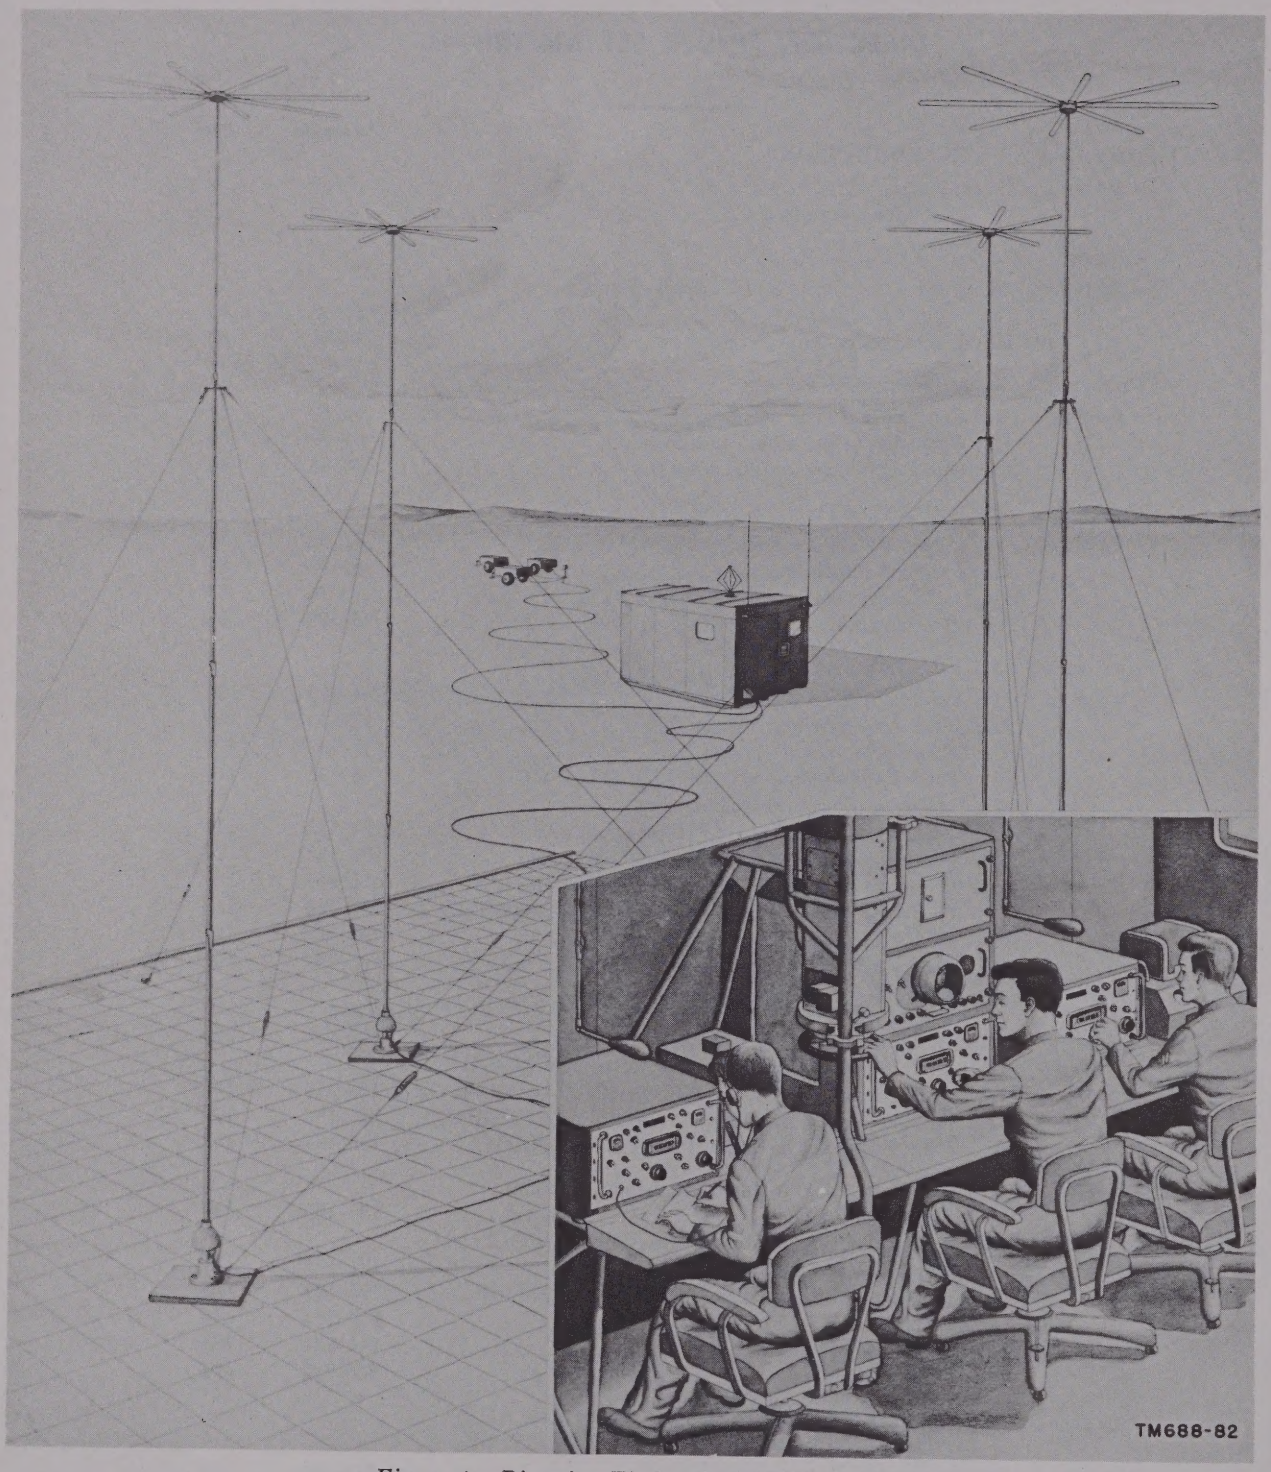

Figure 1. Direction Finder Set AN/TRD-4A.
a. This manual contains instructions for the installation, operation, maintenance, and repair of Direction Finder Set AN/TRD–4A. A typical installation using Direction Finder Set AN/TRD–4A is shown in figure 1.